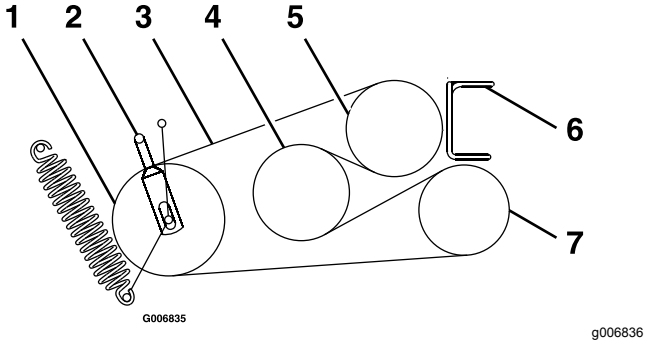

Figur 57
6. Lossa remstyrningarna **A** och **B** (Figur 57).
8. Dra de nya remmarna runt skivorna enligt Figur 57.